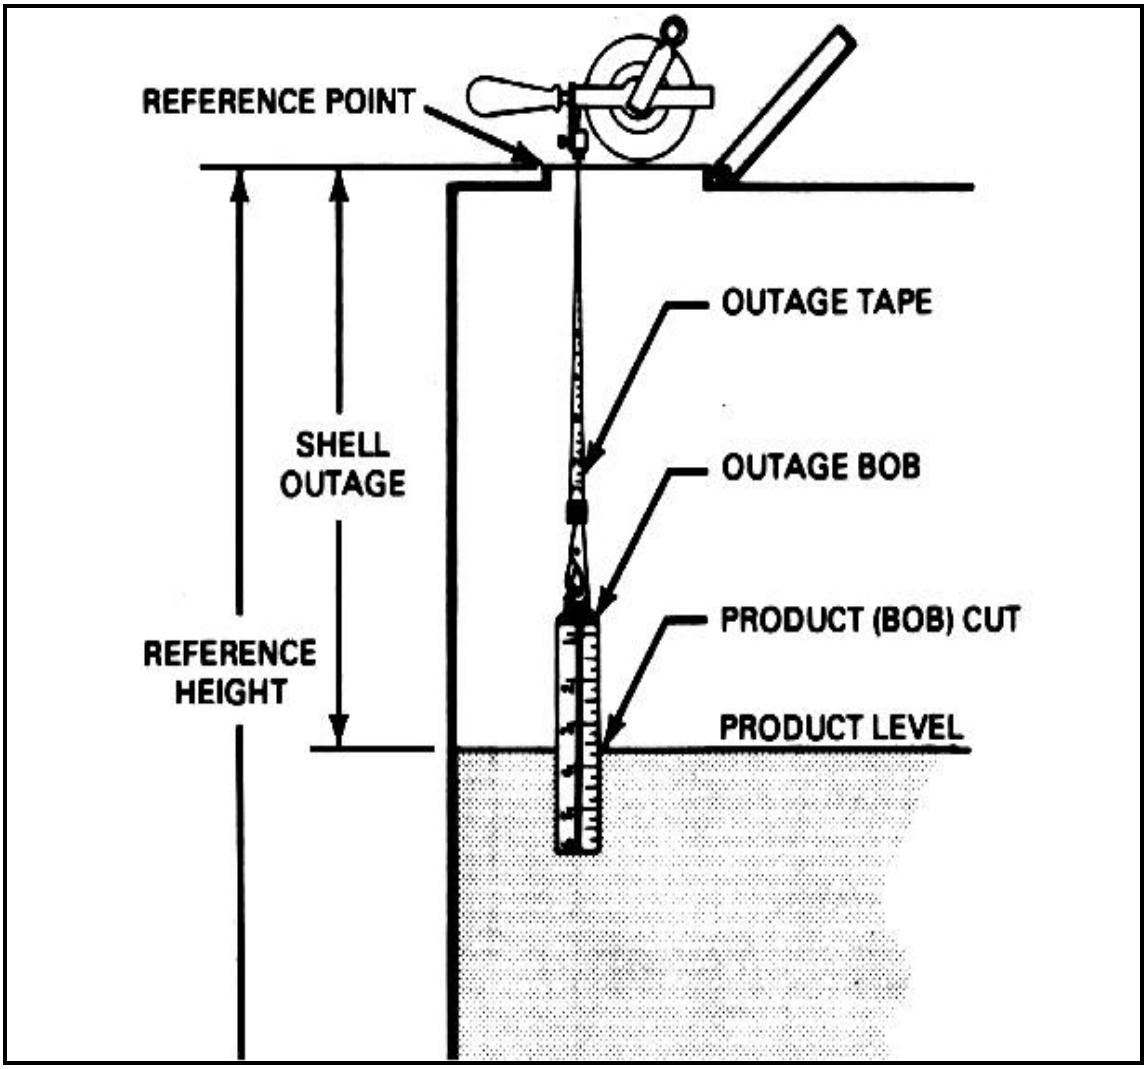

Figure 3-17. Taking an outage reading using an outage tape and bob
• Outage tape and bob use. To get an outage gage or ullage using an outage tape and bob, refer to Figure 3-17, page 3-17, and follow the steps below.